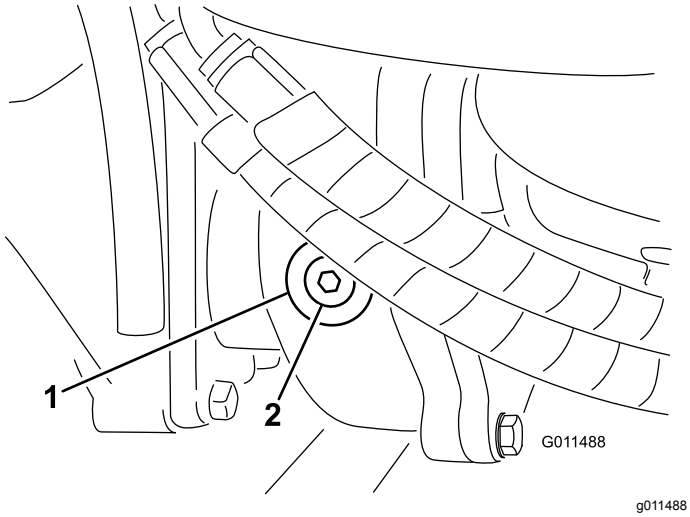

Figuur 17
2. Verwijder de controle/vulplug aan de linkerzijde van de tandwielkast (Figuur 17) en controleer of de tandwielolie tot aan de onderkant van de opening komt. Als het peil te laag is, vult